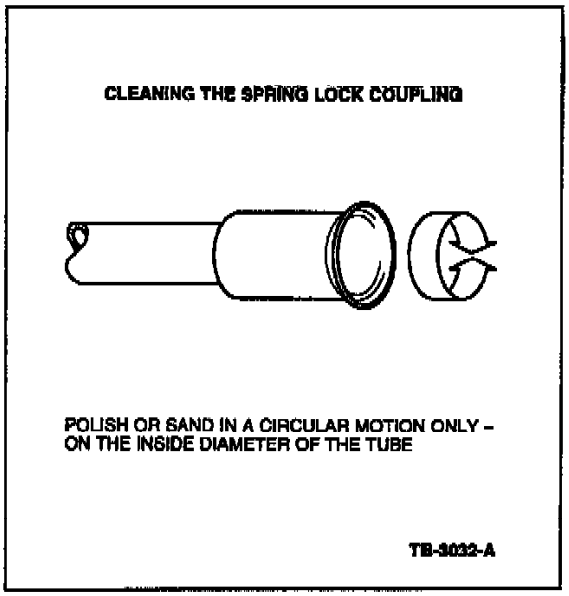

Figure 1
b. Polish the female surface by using a twisting motion so that any scratches made will not cross the 0-ring sealing surface. See Figure 1.